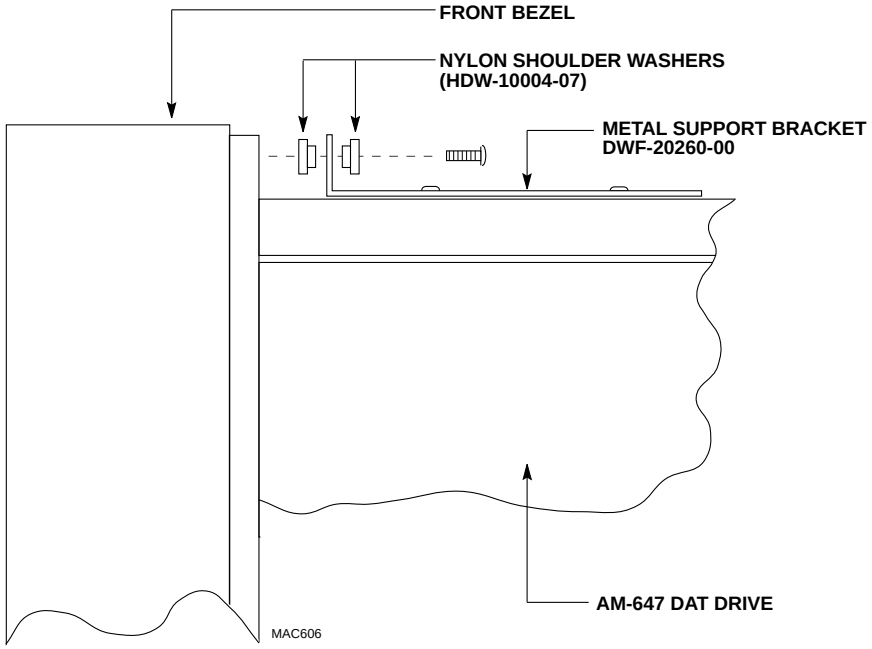

Figure 7
7. Before you tighten the screw holding the DAT drive to the metal support bracket, make sure you are satisfied with the way the drive assembly is aligned with the cutout in your computer's front bezel. Once the drive (or drives) are properly positioned, install the screw that holds the plastic mounting base to the chassis bottom and tighten the screw holding the drive (or drives) to the metal support bracket. Finally, tighten the screw that secures the drive assembly to the front bezel as shown in Figure 7.